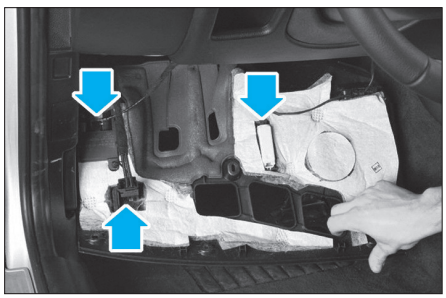

Fig. 53
• Abaisser la garniture de pédalier pour débrancher tous les connecteurs visibles puis la déposer **(Fig.53)**.